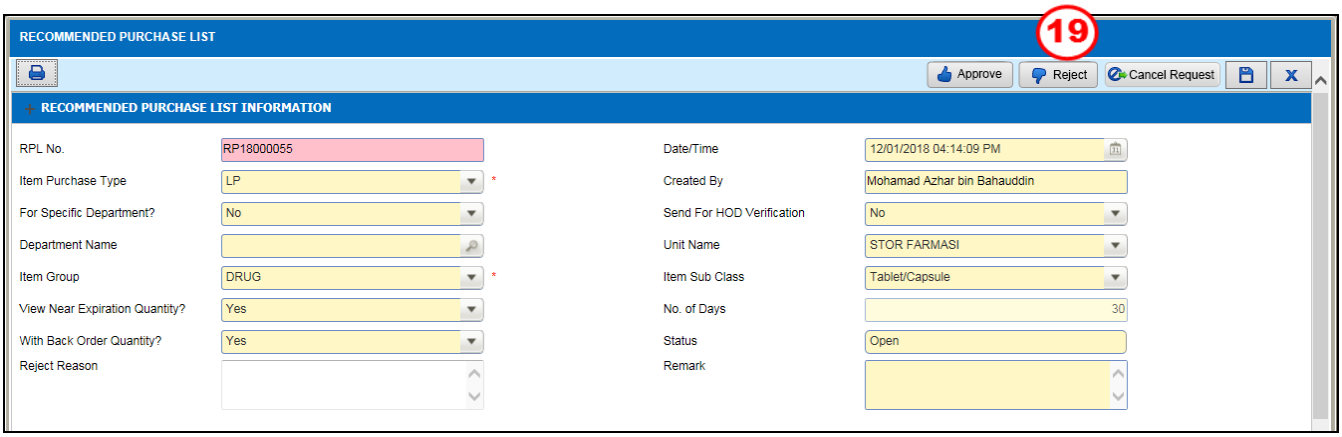

Figure 3.2-23 Recommended Purchase List
- *Button* Approve, Reject *and* Cancel Request *will be enable after successfully saved the record as shown in Figure 3.2-23*